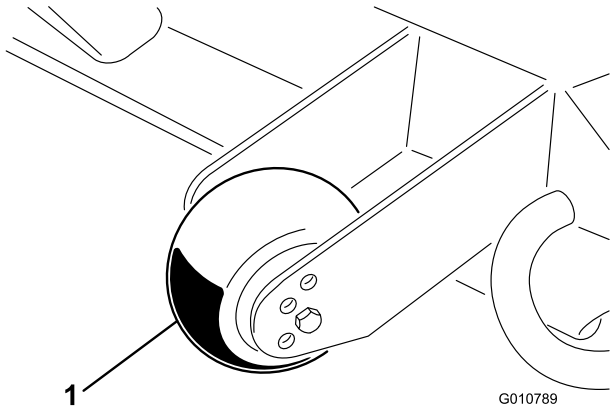

Figur 11
1. Fjern maskinskruen og møtrikken, som fastholder dybdehjulet på klippeenhedens beslag (Figur 11).